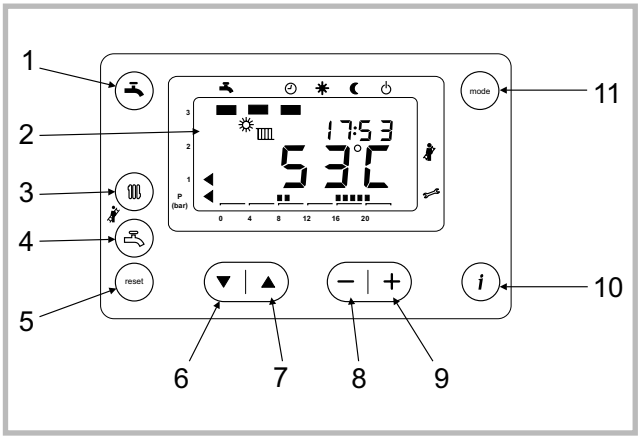

Figure 36 - Tableau de contrôle
Appuyer simultanément sur (▥) et (⚒) pendant 6 secondes (repère 3 et 4, fig. 36).
- Appuyer sur la touche (▼) (repère 6, fig. 36)
Il est possible de contrôler les allures intermédiaires en ajustant le % à l'aide des touches (+) et (-) (repère 8 et 9, fig. 36).